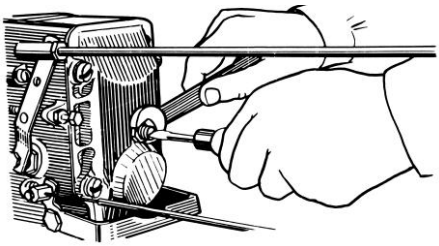

Рис. 20. Вывертывание корпуса буферной пружины
– ослабив контргайку, вывернуть корпус буферной пружины на 2 - 3 мм (рис. 20);